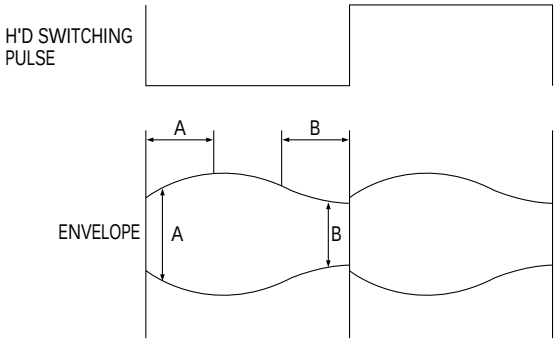

Fig. 2-7 Adjustment Points
4) If the section A in Fig. 2-7 does not meet the specification, adjust the guide roller S up or down.
5) If the section B in Fig. 2-7 does not meet the specification, adjust the guide roller T up or down.